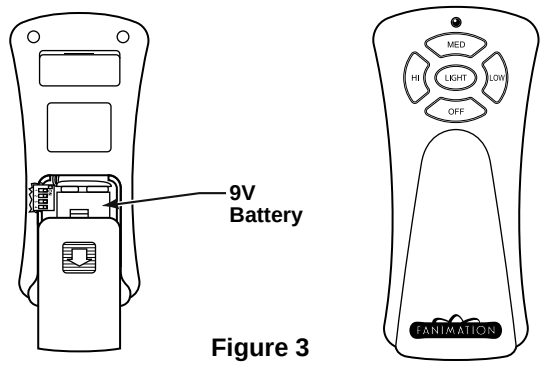

Figure 3
1. Operating & Using Remote Transmitter (Figure 3): Install 9 volt battery (If not using for long periods of time, remove battery to prevent damage to transmitter). Store the transmitter away from excess heat or humidity.